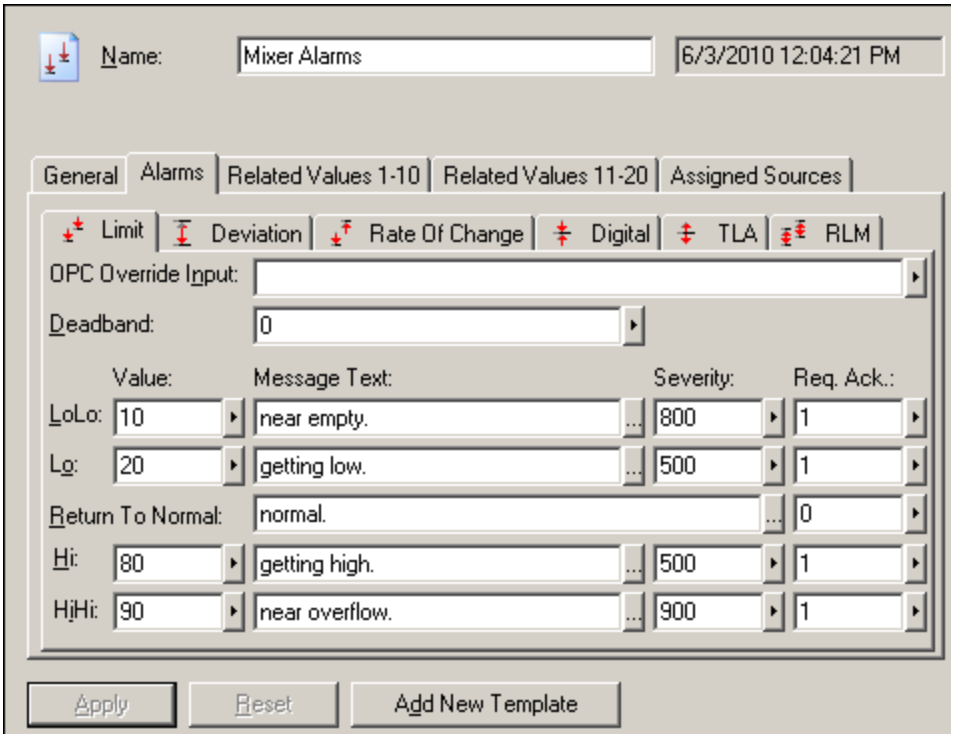

Figure L6.6 - Limit Alarm Configuration
6. Click on “Apply” when you are done. Your Limit tab should look similar to the one show in Figure L6.6.